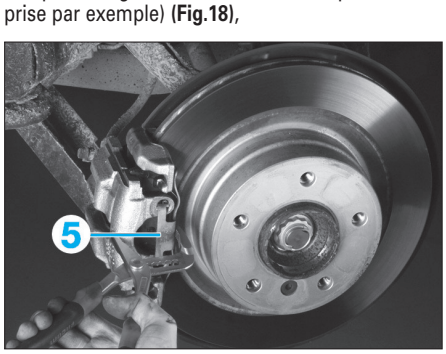

Fig. 18
• Déposer l'agrafe (5) (à l'aide d'une pince multiprise par exemple) **(Fig.18)**,